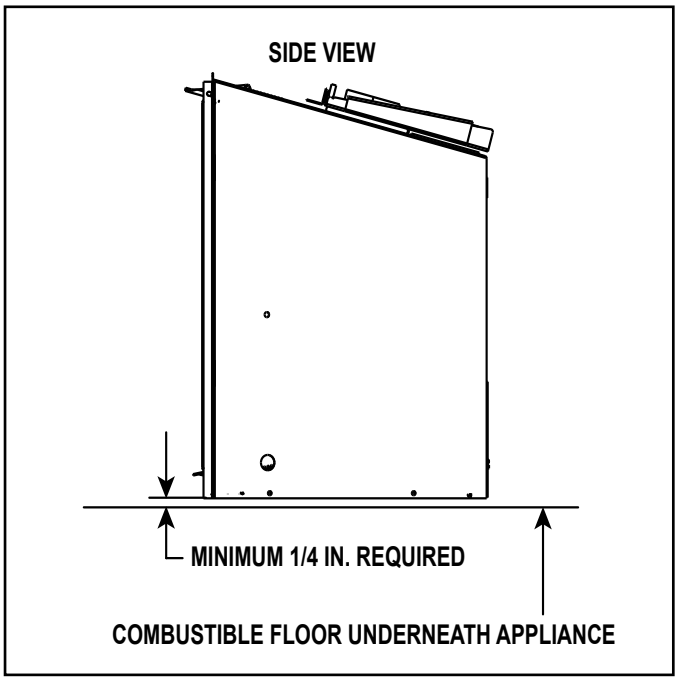

Figure 8.7 Solid Fuel Floor Clearance
- A minimum 1/4 inch gap from the bottom of the appliance to the metal floor of the solid fuel firebox is **REQUIRED.** See side view in Figure 8.7.
- Combustible flooring underneath the appliance is acceptable with a 1/4 inch gap. See Figure 8.7.